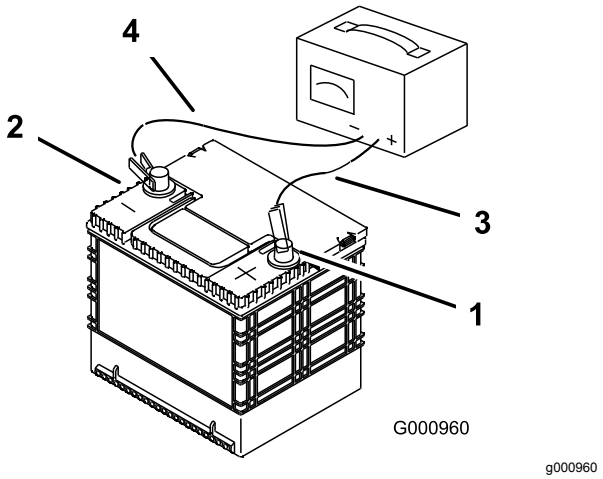

Figuur 52
3. Zodra de accu volledig is opgeladen, haalt u de acculader uit het stopcontact en maakt u de oplaadkabels los van de accuklemmen (Figuur 52).